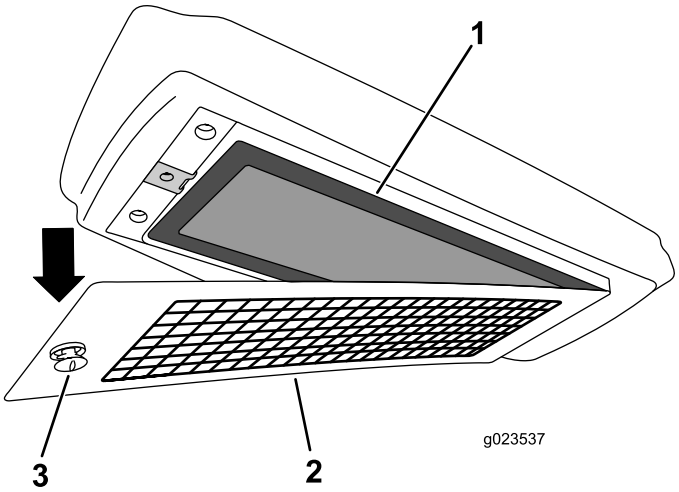

Rysunek 130
4. Wyjmij filtr powietrza z obudowy i wymień wkład filtra (Rysunek 130).